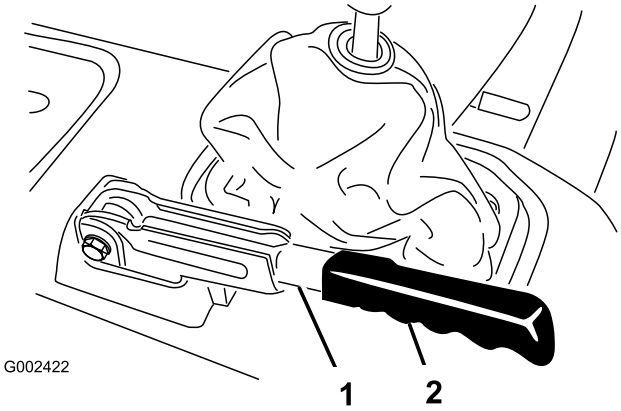

Rysunek 62
1. Zdejmij gumowy uchwyt z dźwigni hamulca postojowego (Rysunek 62).